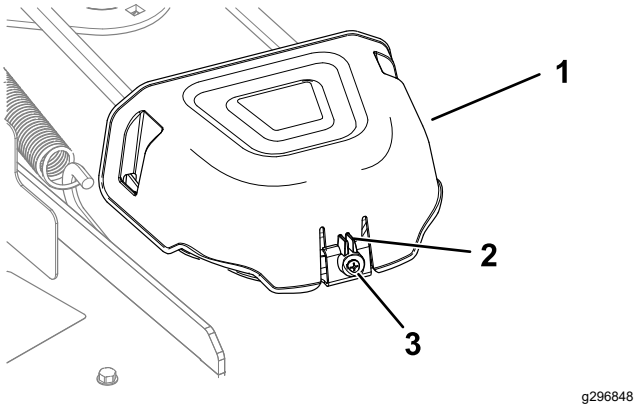

Figur 55
5. Lossa skruven och tryck in tappen på kåpan för att ta bort remskivekåporna (Figur 55).